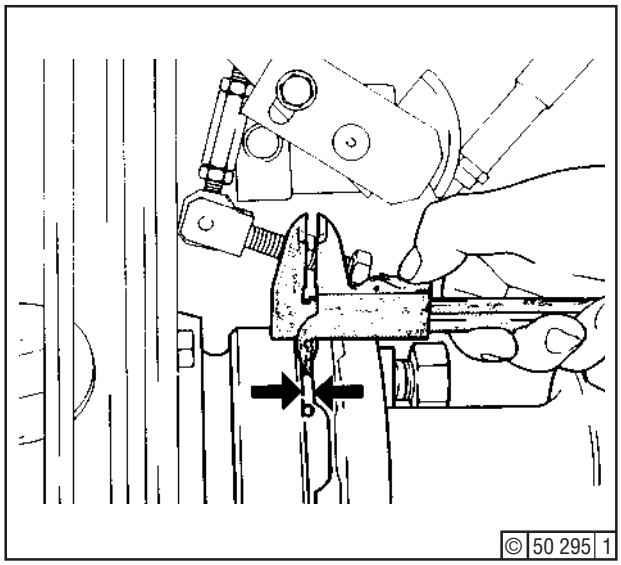

Fig. 8
- Determine maximum dimensions “b”. Move shaft into right end position - free end - Fig. 8.